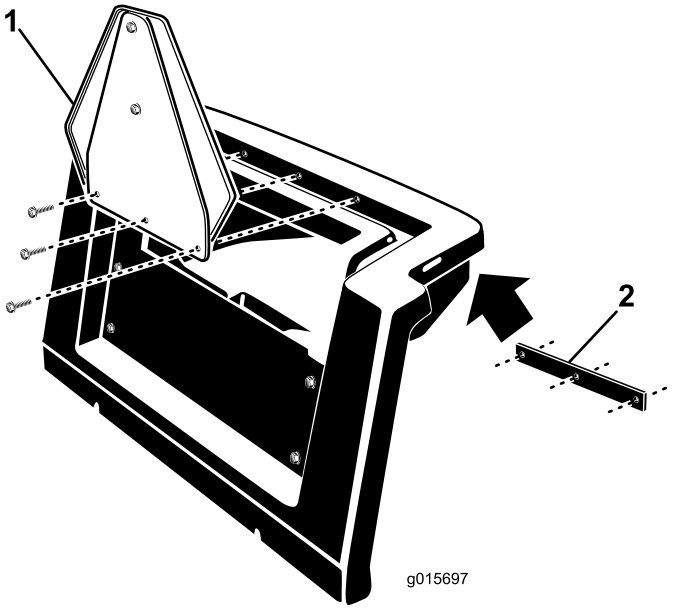

**Figure 13**
4. Mount the SMV emblem bracket to the storage housing with the bracket strap, (3) 1/4 x 3/4 inch machine screws and (3) 1/4 inch flange nuts (Figure 13).